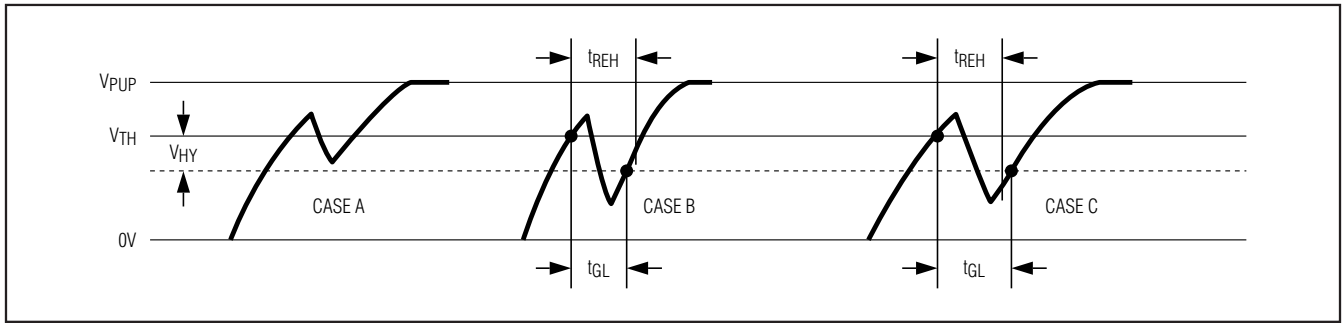

Figure 14. Noise Suppression Scheme
3) There is a hysteresis at the low-to-high switching threshold V_{TH}. If a negative glitch crosses V_{TH} but does not go below $V_{TH} - V_{HY}$, it is not recognized (Figure 14, Case A). The hysteresis is effective at any 1-Wire speed.
4) There is a time window specified by the rising edge hold-off time t_{REH} during which glitches are ignored, even if they extend below $V_{TH} - V_{HY}$ threshold (Figure 14, Case B, $t_{GL} < t_{REH}$). Deep voltage droops or glitches that appear late after crossing the V_{TH} threshold and extend beyond the t_{REH} window cannot be filtered out and are taken as the beginning of a new time slot (Figure 14, Case C, $t_{GL} \geq t_{REH}$).